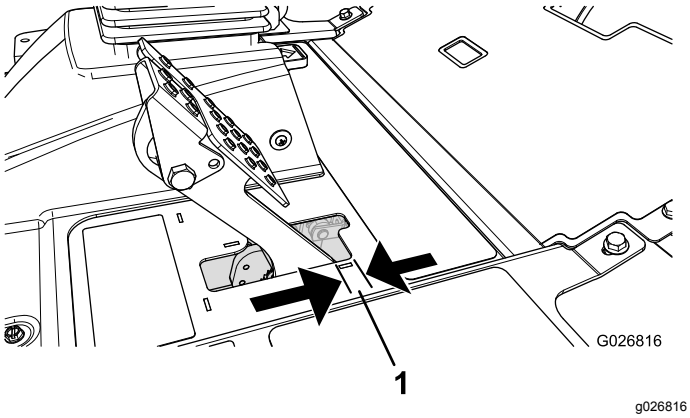

Figur 62
Justera bromsarna om bromspedalen har mer än 2,5 cm fritt spel (Figur 62) eller om större fasthållningskraft krävs. Det fria spelet är det avstånd bromspedalen förflyttar sig innan bromsmotståndet känns av.
2. Dra åt den bakre muttern så att vajern förs bakåt tills bromspedalerna har ett spel på 6–13 mm(Figur 62) innan hjulen låses.